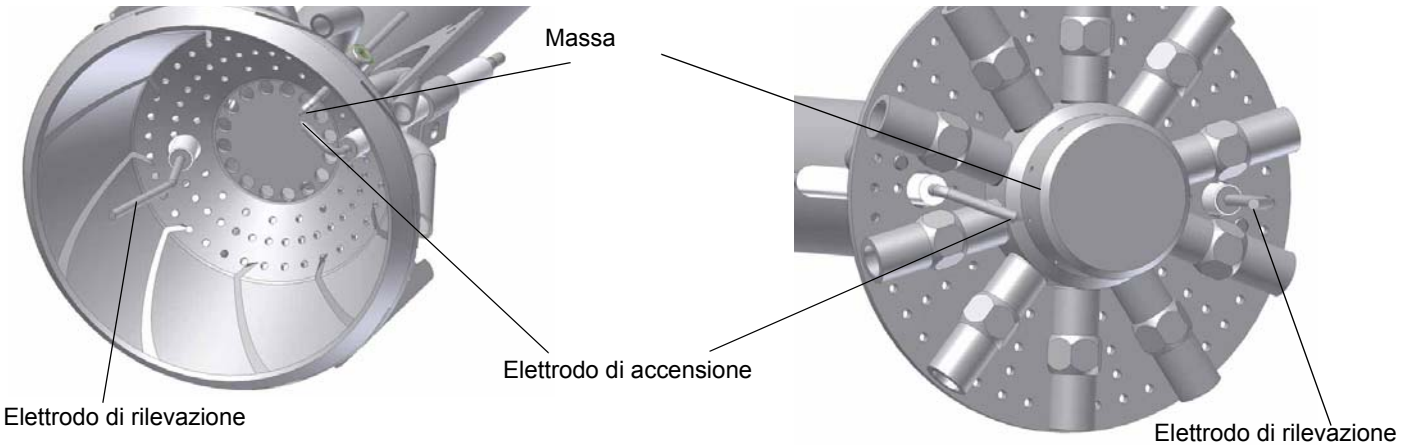
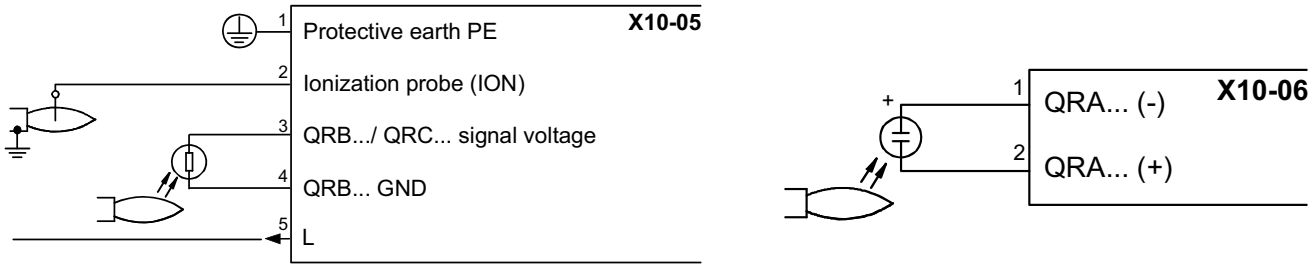

Fig. 50
Fig. 51
- Esame elettrodi di accensione e di rilevazione, pulizia, eventuale registrazione e se necessario sostituzione (vedi Fig. 50).In caso di dubbio verificare il circuito di rilevazione, dopo aver rimesso in funzione il bruciatore, seguendo lo schema in Fig. 51
Controllare che la distanza tra l'elettrodo di accensione e la massa sia di **4÷5 mm**. (vedi Fig. 50).
Per misurare il segnale di rilevazione seguire lo schema in Fig. 51. Se il segnale è inferiore al valore indicato, verificare la posizione dell'elettrodo di rivelazione, i contatti elettrici ed eventualmente sostituire l'elettrodo di rilevazione.